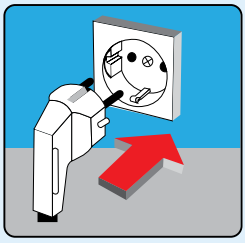

FIGURA 9
- Se il prodotto è stata scossa durante il trasporto e il posizionamento, in attesa di essere raffreddato (1) ora senza correre. Così, se l'olio nel compressore è infetto, di nuovo. Se funziona senza prestare attenzione a questa situazione, si può danneggiare il compressore.
- Collegare il prodotto a una presa stabilita in conformità delle norme, ha solo 220-240V/50 corrente Hz alternata. (Figura 9)